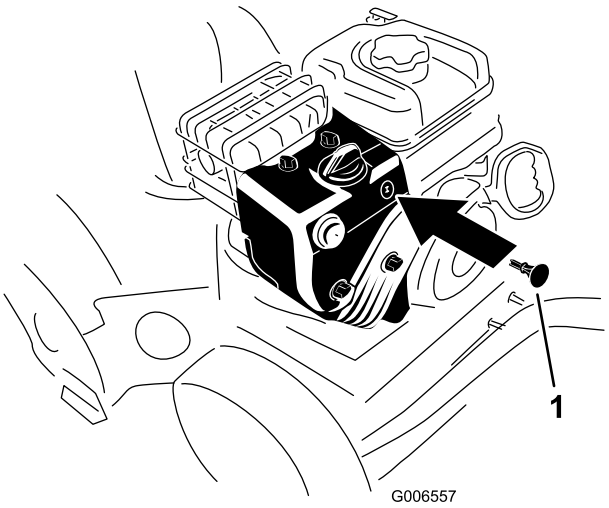

Figur 26
3. Sæt tændingsnøglen i (Figur 26).